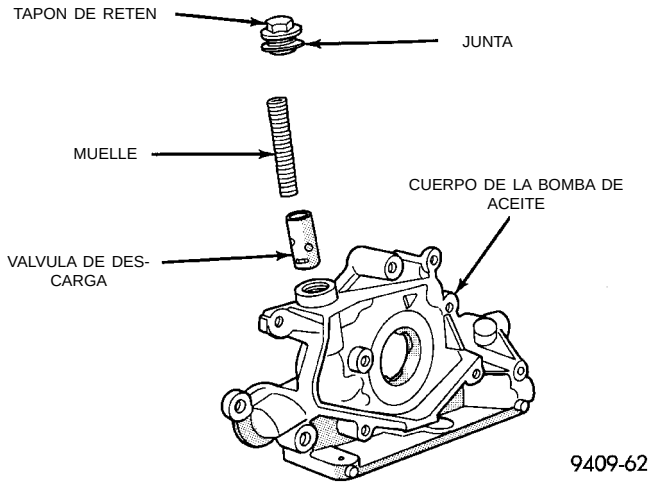

Fig. 89 Válvula de descarga de presión de aceite
(1) Para retirar la válvula de descarga, proceda de la siguiente manera:
(2) Retire el tapón roscado y la junta de la bomba de aceite (Fig. 89).
PRECAUCION: Debe instalarse la válvula de descarga de presión de la bomba de aceite tal como se muestra en la (Fig. 89) o puede producirse una avería seria.
(3) Retire el muelle y la válvula de descarga (Fig. 89).